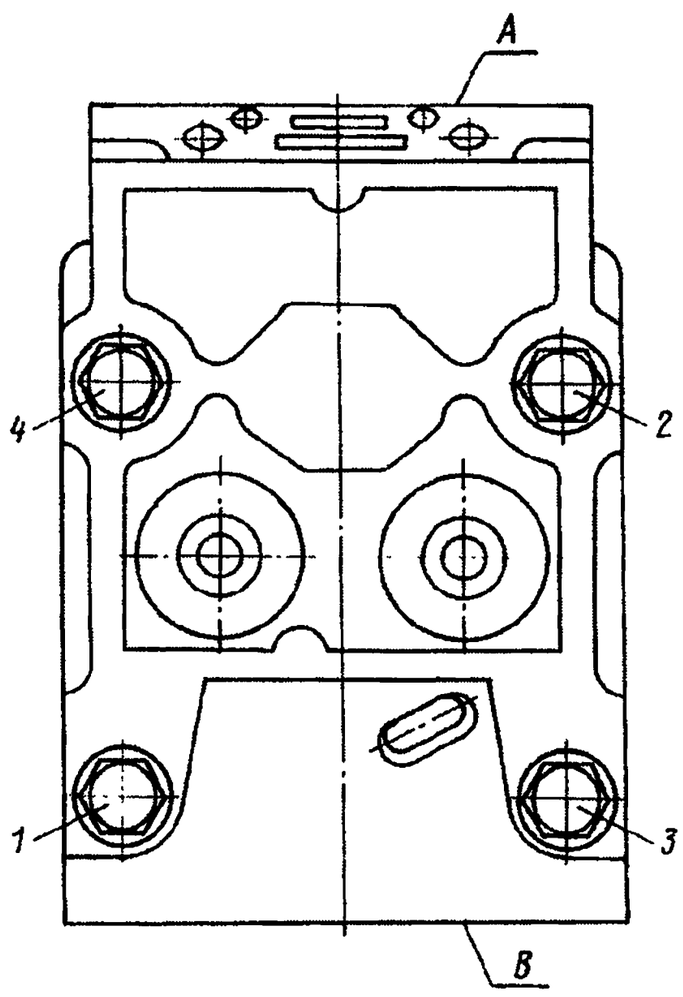

Рис. 10. Схема затяжки болтов крепления головки цилиндра:
11. Ослабьте затяжку болтов крепления головок цилиндров в последовательности, изображенной на схеме (рис. 10), затем выверните их, снимите головки и проставьте на них номера цилиндров	Сменная головка 19 мм, вороток
19. Затяните болты крепления головок в три приема в последовательности, изображенной на рис. 10: первый — 39,2—49,1 Н·м (4—5 кгс·м) второй — 117,7—147,2 Н·м (12—15 кгс·м) третий — 156,9—176,5 Н·м (16—18 кгс·м)	Сменная головка 19 мм, вороток, динамометрический ключ